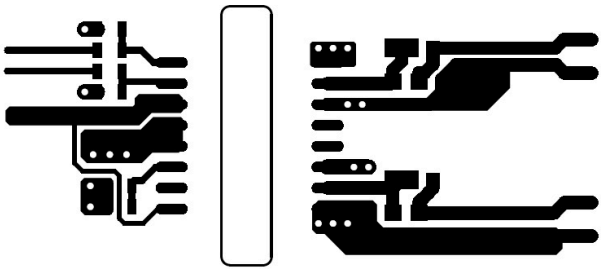
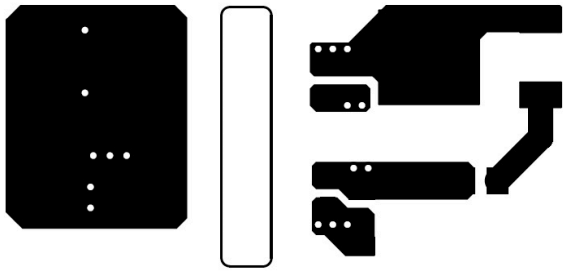

Figure 8-7. Top Layer Traces and Copper
Figure 8-8. Bottom Layer Traces and Copper
- Increasing the PCB copper connecting to VDDA, VDDB, VSSA and VSSB pins is recommended, with priority on maximizing the connection to VSSA and VSSB (see Figure 8-7 and Figure 8-8). However, high voltage PCB considerations mentioned above must be maintained.
Figure 8-7 and Figure 8-8 shows top and bottom layer traces and copper.